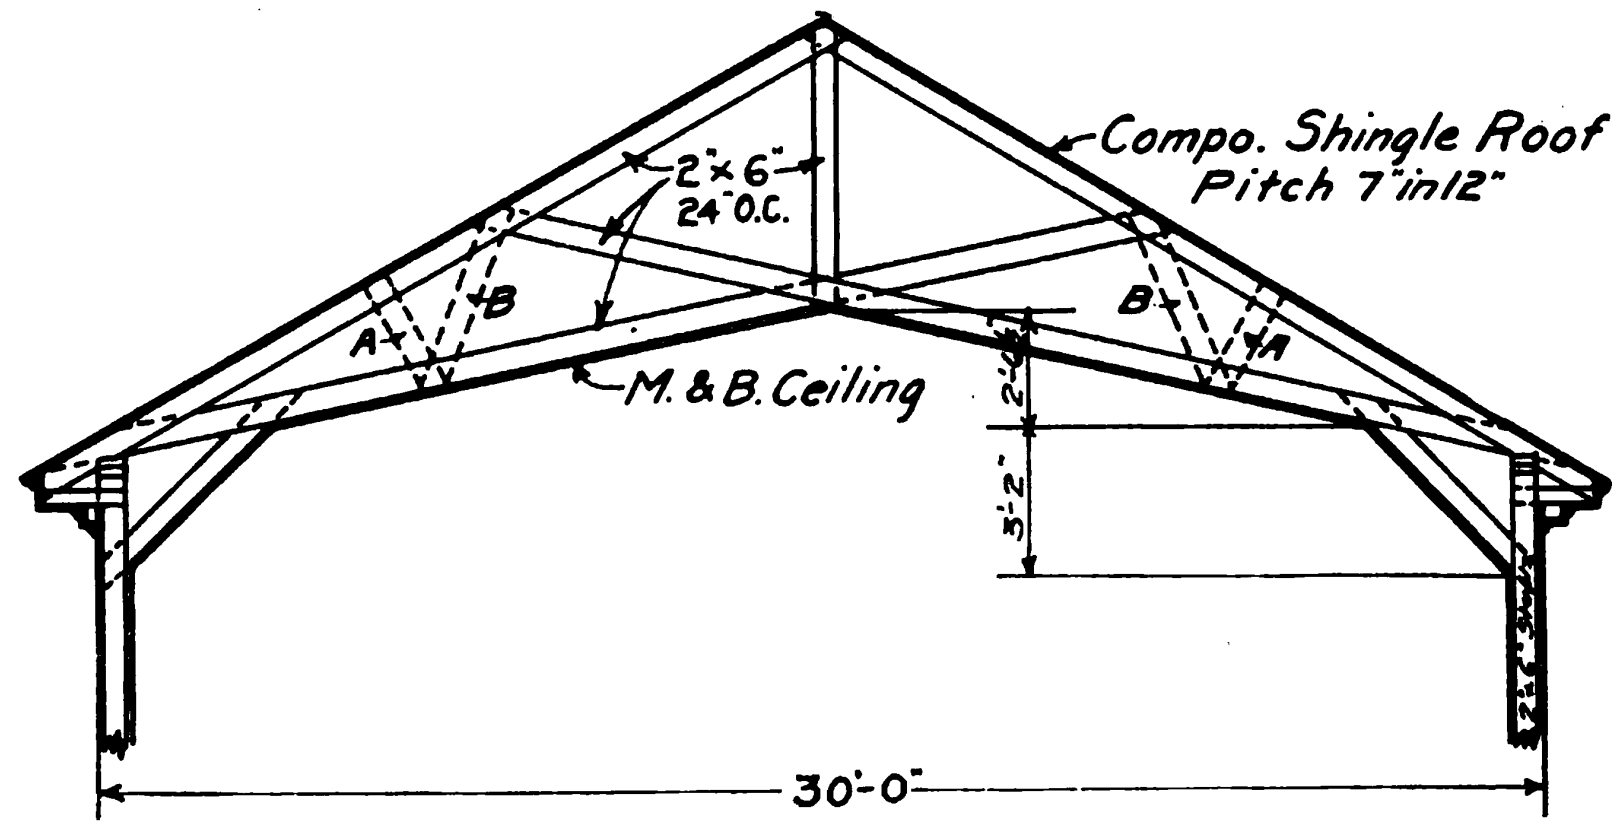
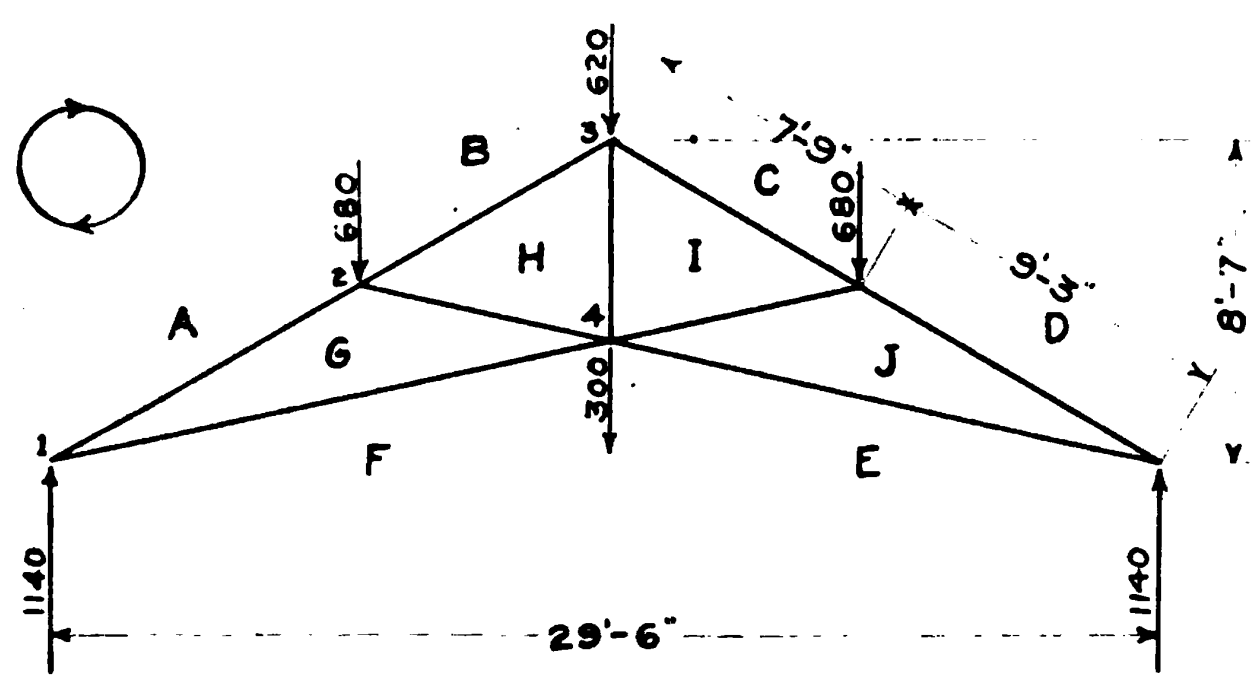

Fig. 1. Cross section of building, showing construction of scissors truss
Fig. 2. Diagram of truss, showing calculation of loads
**From T. J. S., Ala.**—The writer is a subscriber to the BUILDING AGE and is desirous of obtaining some information on a Scissors Truss. I would like to know whether the braces marked A and B, and shown dotted in Fig. 1, are necessary to keep the truss from sagging. Kindly give me the correct information on this and oblige.
The truss diagram is shown in Fig. 2. This diagram consists of single lines representing the center lines of the truss members.
By introducing the members A and B shown dotted on Fig. 1, the span of the rafter is shortened so that, even though the direct compression is increased somewhat, the 2" x 6" rafter will suffice. It might also be added that as the pitch of the roof is rather flat for a scissors truss joint 2 would have a tendency to sag, as the correspondent fears, unless the braces A and B are introduced.
The window detailed in Fig. 1 shows a window frame with sliding sash for a wall with 6-in. studs. These permit the use of thicker sash (which should be at least 1¾ in) and of the convenient insertion of mosquito screens (A) and of outside shutters (B), as indicated in the section through the head. This drawing also shows the stop bead (C) increased in width at the top and carried across to the inner face of the sash, producing a very neat interior finish. The outside architrave here shown, although stubby and quite plain in appearance, may be indefinitely elaborated to suit the character and requirements of the design; but as explained in the previous article, it should be at least 1⅛ in. thick to accommodate the outside shutter and to serve as a stop for the clapboards or shingles.
The section through the jamb shows a tongue at the outer edge of the pulley stile. These tongues, at the yoke and the pulley stile, tend to stiffen the entire window frame and thus facilitate the movement of the sashes. Whether these tongues are placed at the front, as shown in the section through the jamb Fig. 4, or at the back, as shown in the section through the head Fig. 1, does not materially matter. The writer, however, prefers the former practice for, in case of shrinkage, no ugly open joints would be visible.
In Fig. 2 is shown a section of a double hung window through a wall built of 5-in. studs, together with interior and exterior elevations. The interior is quite elaborate in design, showing a classic Doric column and entablature. The sill is finished on the inside with a moulded panel, forming a kind of pedestal to the interior scheme of columnar decoration. The point which engages our particular attention in the section through the sill, is the rebate under the lower sash. This is a desirable feature, for in addition to preventing the lower sash from getting stuck, it acts as a drain for any water that may have worked itself down to the sill. If the water were allowed to remain in the joint between the sash and sill it would cause all the timbers thereabout to rot. The rebate in the sill directly underneath that of the sash helps the latter in the discharge of its function as a drain. Note also the construction of the double sill. This is simply an alternate to the two-section sill described in connection with Fig. 1. The double sill makes use of small pieces of timber, which is a very desirable feature, since it reduces the possibility of warping or twisting. The two parts, sill and sub-sill, should be well nailed or doweled together to make a water-tight connection.